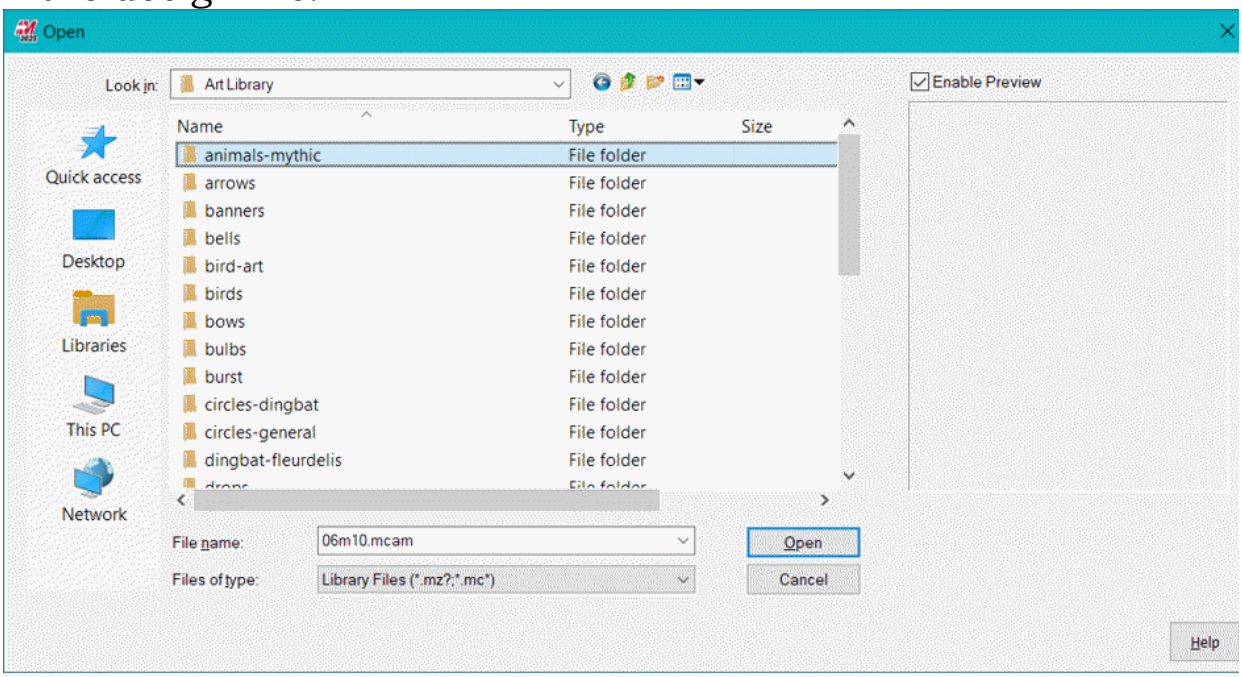

Figure-16. Open dialog box for art library
- Click on the **Design Library** tool from the **Wireframe** panel in the **Art** tab of the **Ribbon**. The **Open** dialog box will be displayed; refer to Figure-16 and you will be asked to select the design file.